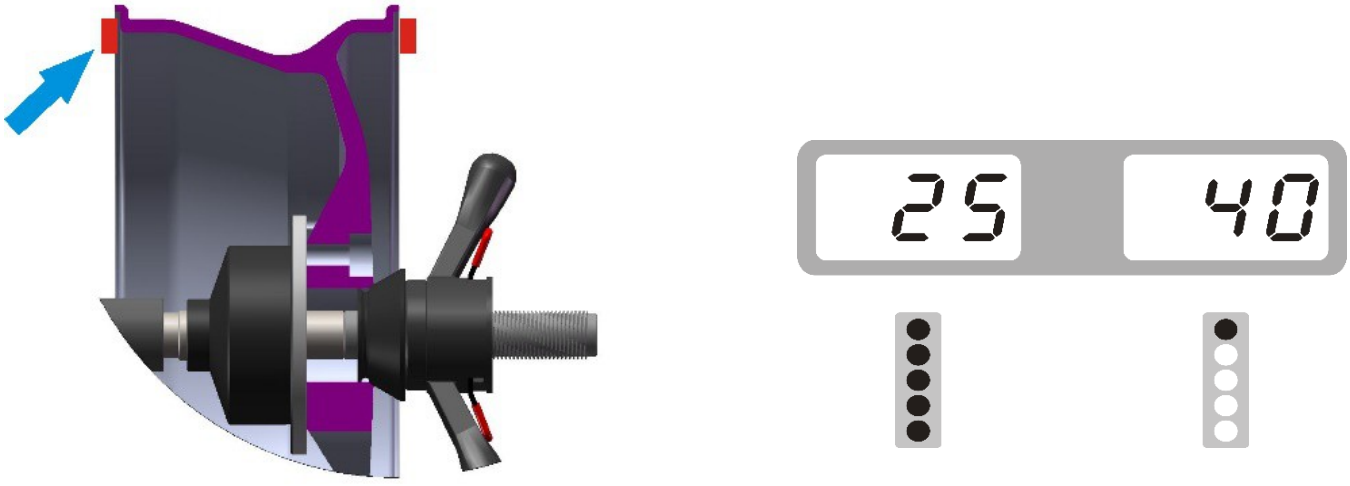

Рис. 12
7) Медленно вращайте шину рукой против часовой стрелки, пока не загорится весь внутренний индикатор. В это время самая высокая точка (12 часов) внутреннего обода является правильной точкой дисбаланса. Добавьте соответствующий грузик на эту позицию. Рис. 12.